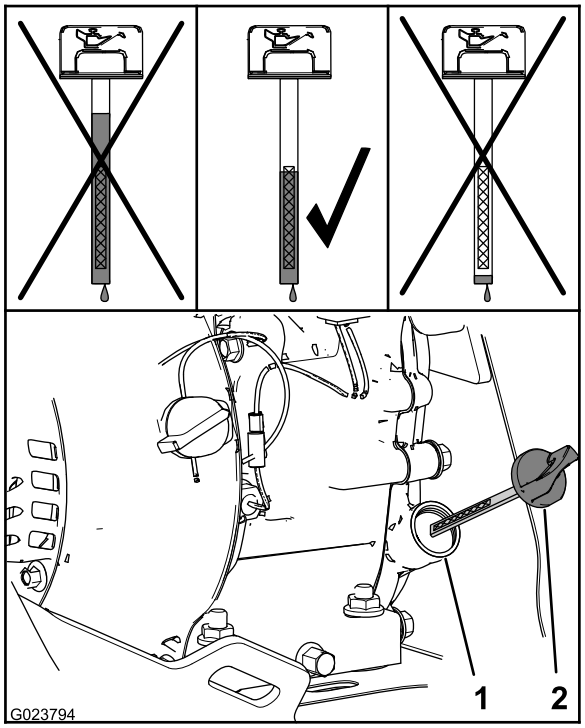

Figur 25
2. Ta ut oljestickan och läs av oljenivån (Figur 25).
Obs: Oljenivån ska vara överst vid det markerade området på oljestickan (Figur 25).
A. Fyll på med specificerad olja i påfyllningsröret (Figur 25).